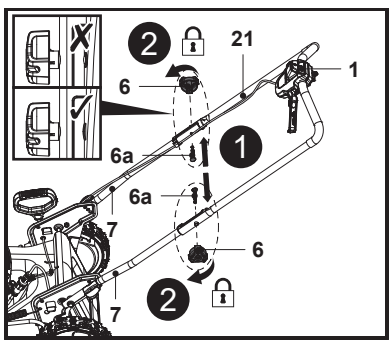

Fig. 3
1. Hold the upper handle bar (5) with the safety switch button (1) facing upwards.
2. Align the mounting holes of the upper handle bar (5) and the lower handle bars (7).
3. Pass the mounting bolt (6a) through the mounting holes to the end (Fig. 3, step 1).
4. Secure the upper handle bar (5) with the lower handle bars (7) by turning the locking knob (6) clockwise on the thread of the mounting bolt (6a) for tightening (Fig. 3, step 2).
5. Make sure that the control cord (21) runs on the upper side of the upper handle bar (5) and the lower handle bar (7).